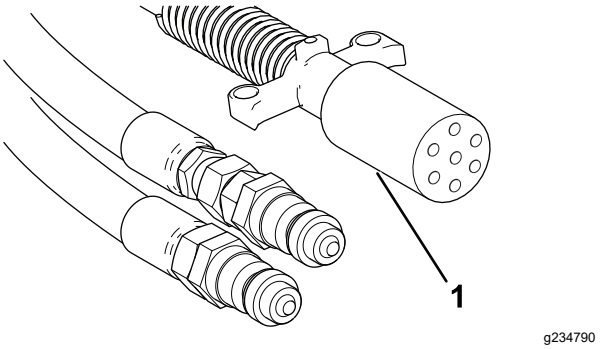

Figur 21
10. Koble den kveilede strømkabelen med syv pinner til kontakten på maskinen og trekkenheten (Figur 21).